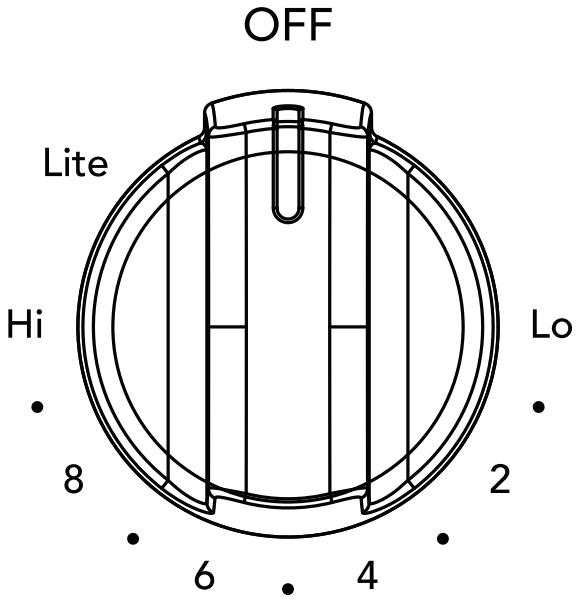

Figure 8: Surface control knob
2. Push the burner’s surface control knob in and turn counterclockwise out of the OFF position (Figure 8).